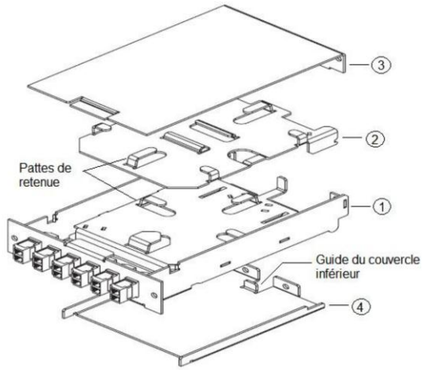

Figure 1
2.0 Identification des composants du module (figure 1).
3.6 Placer le ou les groupes de fibres de liaison à l'extérieur de la patte de retenue latérale de la base (figure 1).